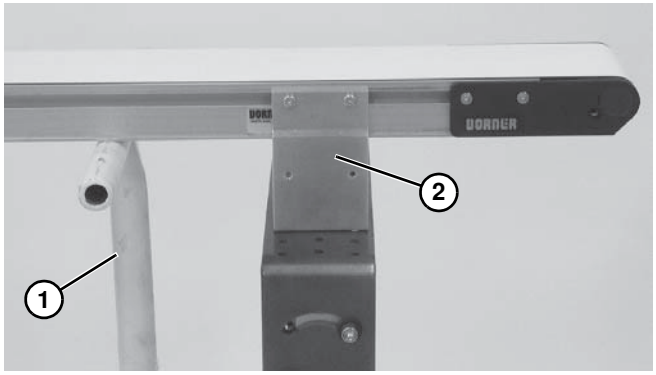

Abbildung 33
7. Temporäre Stützständer **(Abbildung 33, Teil 1)** an beiden Enden des Förderbands aufstellen.
8. Montagehalterungen **(Abbildung 33, Teil 2)** von einer Seite des Förderbands abnehmen. (Schritte 3 & 4 von „Montagehalterungen“ ab Seite 12 in umgekehrter Reihenfolge ausführen.)